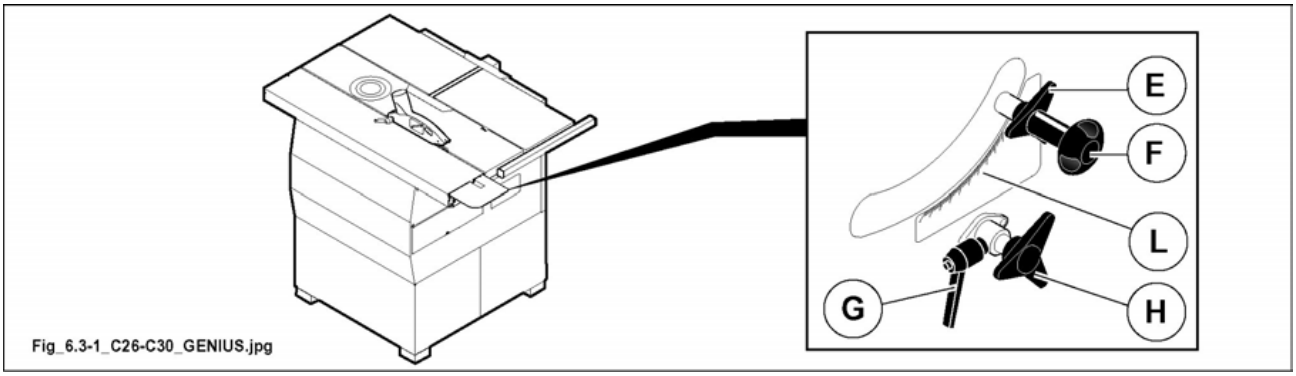

Fig. 6.3-1
- Release knob (E fig. 6.3-1) and adjust handwheel (F fig. 6.3-1) to regulate the saw assembly height.
- Tighten the knob (E fig. 6.3-1) after the adjustment has been made.
- Loosen the knob (G fig. 6.3-1) and act on the knob (H fig. 6.3-1) to adjust the inclination of the assembly.
- Read the inclination value of the saw blade on the index (L fig. 6.3-1).
- Tighten the knob (G fig. 6.3-1) after the adjustment has been made.